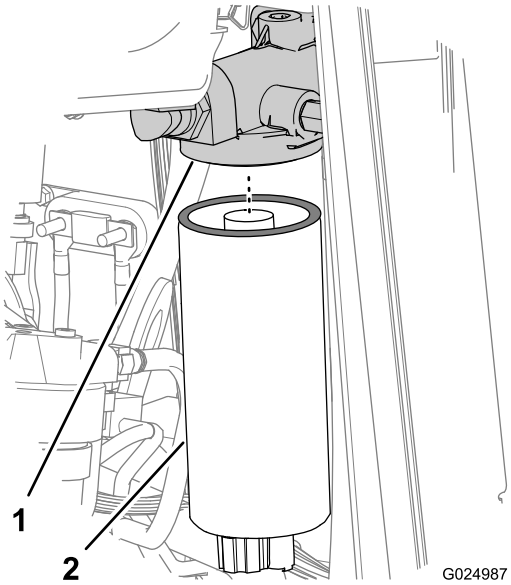
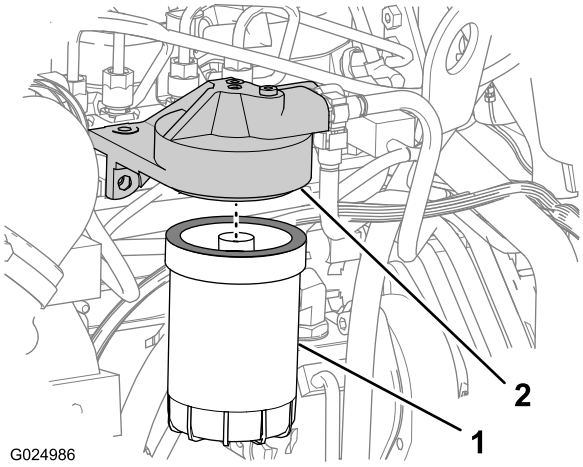

Figure 73
Figure 74
7. Desserrez et déposez le préfiltre (Figure 73).
9. Desserrez et déposez le filtre secondaire (Figure 74).
1. Essuyez les plans de joint des adaptateurs du préfiltre et de l'élément secondaire du filtre à carburant (Figure 73 et Figure 74).
3. Montez le préfiltre sur l'adaptateur et serrez le filtre jusqu'à ce que le joint touche la surface de la tête du filtre (Figure 73).
6. Montez l'élément secondaire sur l'adaptateur et serrez le filtre jusqu'à ce que le joint touche la surface de la tête du filtre (Figure 74).